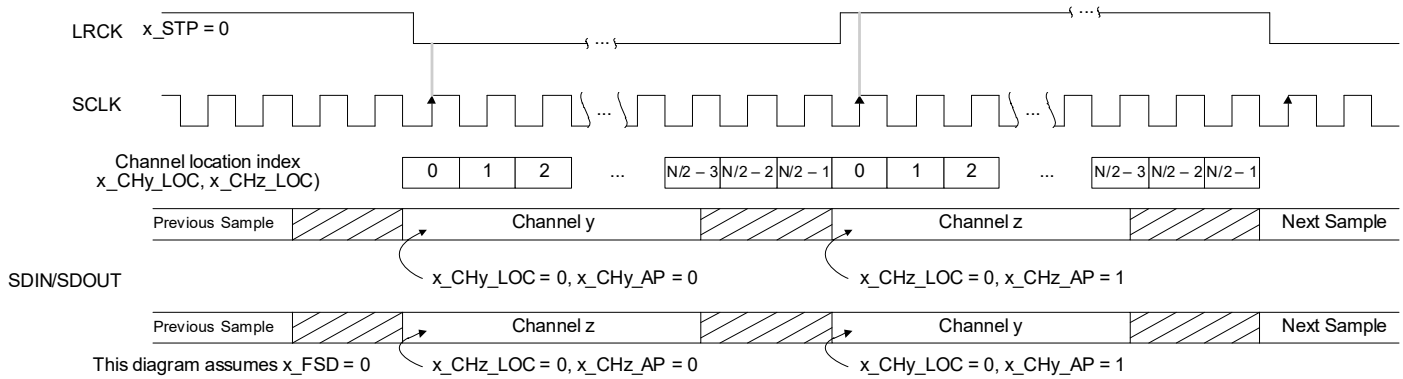

Figure 4-37. Example 50/50 Mode (ASP_STP = 0)
- If ASP_STP = 0, the frame begins when LRCK/FSYNC transitions from high to low. See Fig. 4-37.